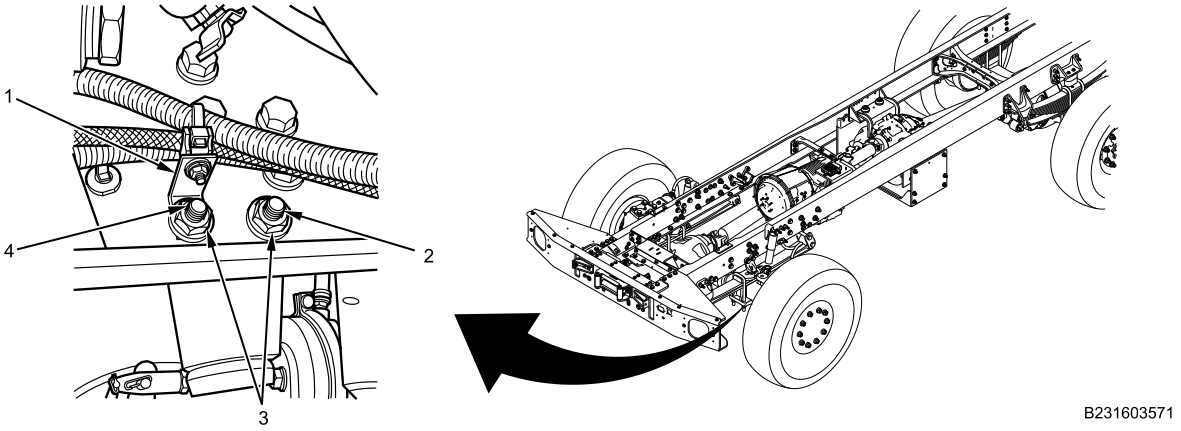

Figure 4. Front Axle Bumper Stop Bracket Locknut and Harness Clip Extension Installation.
3. Apply corrosion preventive compound to two new locknuts (Figure 4, Item 3) and harness clip extension (Figure 4, Item 1).
4. Install harness clip extension (Figure 4, Item 1) with bolt (Figure 4, Item 4).
5. Install two locknuts (Figure 4, Item 3) on two bolts (Figure 4, Item 2 and 4).
6. Torque front bumper stop bracket locknuts (Figure 4, Item 3) to 200-240 lb-ft (271-325 N•m).